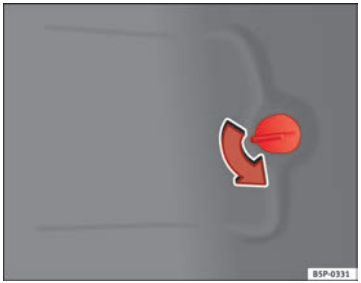

Abb. 201 Rücklichter an der Karosserie
– Öffnen Sie den Deckel am Seitenteil des Gepäckraums ⇒Abb. 201.